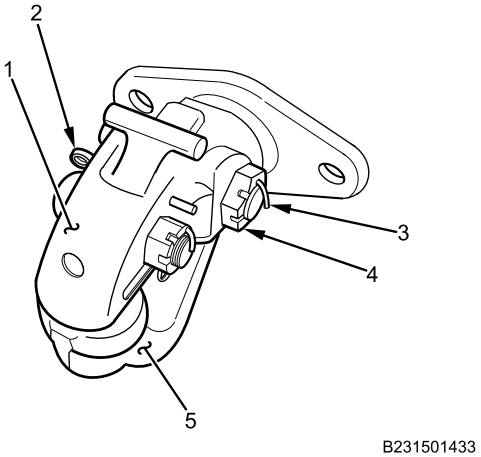

Figure 8. Towing Pintle Hook Assembly.
5. Install upper jaw assembly (Figure 8, Item 1) on lower jaw of towing pintle hook (Figure 8, Item 5).
6. Install upper jaw pivot bolt and castle nut (Figure 8, Item 4) finger tight.
7. Tighten castle nut (Figure 8, Item 4) just until cotter pin hole is aligned.
8. Install new cotter pin (Figure 8, Item 3) on upper jaw pivot bolt and castle nut (Figure 8, Item 4) and bend tip over securely.